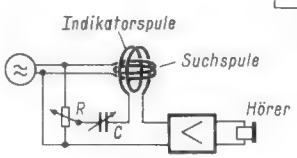

Bild 2. Metallsuchgerät in Kompensationsschaltung
b) Kompensationsschaltung *(Bild 2)*